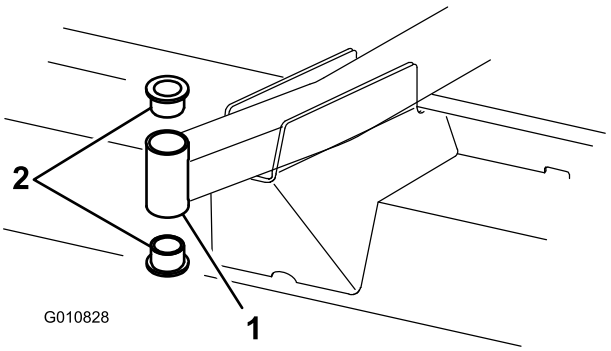

**Figure 21**
4. Insérez un chasse-goupille dans le haut ou le bas du tube de montage et chassez la bague hors du tube (Figure 21). Chassez ensuite l'autre bague.